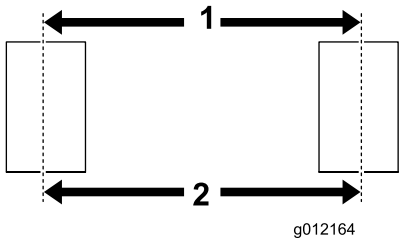

Figur 4
2. Mät avståndet från mitt till mitt i höjd med hjulnavet, både framför och bakom hjulen (Figur 4).